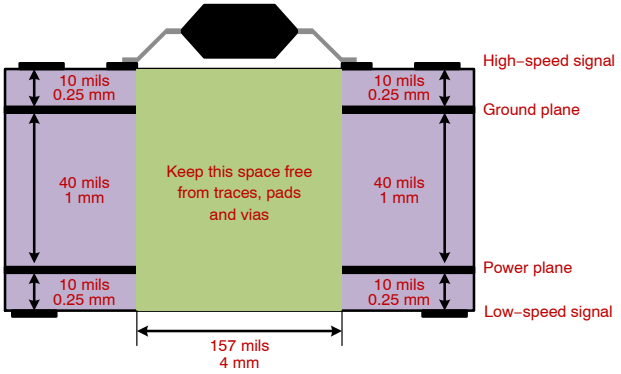

Figure 51. Recommended Layer Stack
- To ensure isolation performance between the primary and secondary side, any PCB traces or copper should be not placed under the driver device as shown in Figure 51. A PCB cutout is recommended to avoid contamination that may impair the isolation performance of NCP51152.